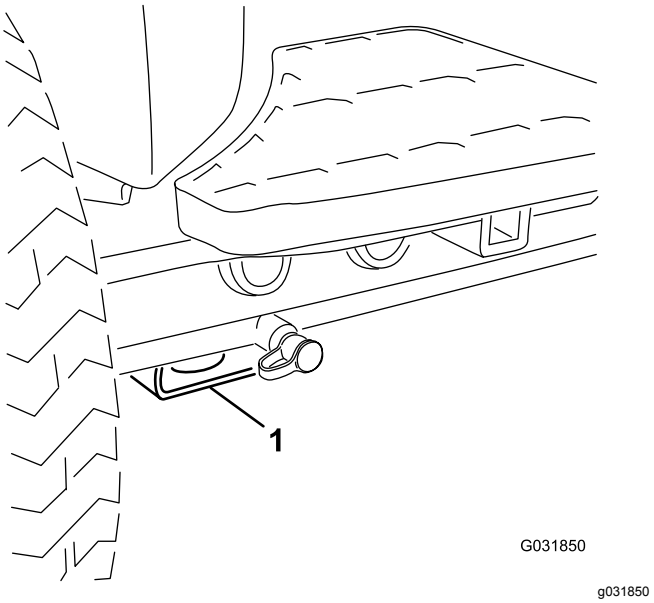

Figur 71
- For – rektangulær plade, under akselrøret, indvendigt i forhold til hvert fordæk (Figur 71).